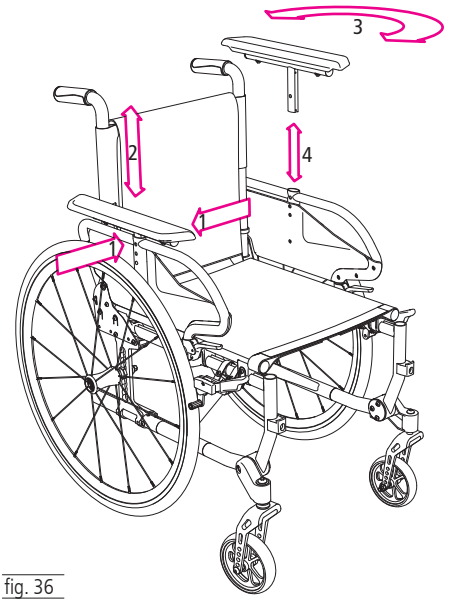

fig. 36
1. Per regolare l'altezza allentare le viti (1, fig. 36).
2. Portare ora il sostegno per le braccia nella posizione desiderata (2, fig.36)
3. Per selezionare la lunghezza (tavolino o lunga) rimuovere completamente il sostegno, ruotarlo di 180° (3, fig. 36) e inserirlo a seguire sul lato opposto (4, fig. 36).
4. Inserire nuovamente la vite e stringerla (1, fig.36).